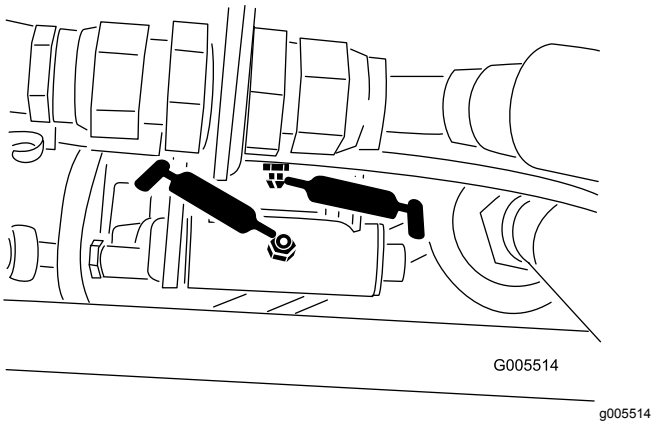
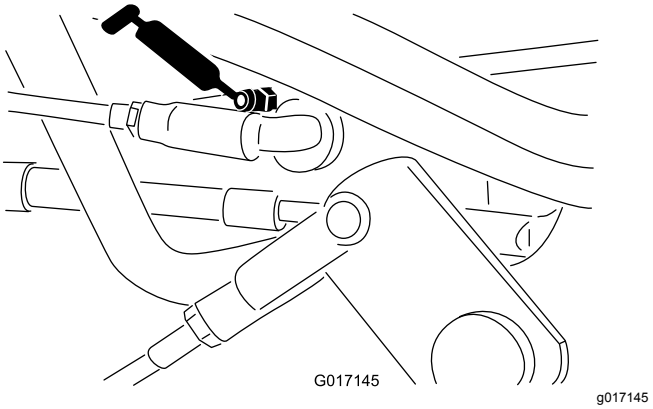

Figur 34
Figur 35
- Hastighedsregulatorforbindelse (Figur 34 og Figur 35)